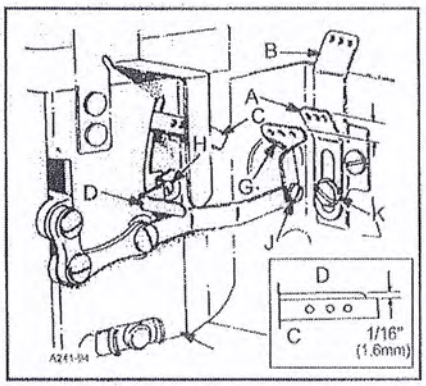

FIG.20
With the needle bar at the top of its stroke set the adjustable frame needle thread eyelet (A,Fig.20)in the lower mounting hole of eyelet (B) so the needle thread from eyelet (A) to the needle lever thread eyelet (C) will be in a straight line.If adjustment of eyelet (A) is necessary loosen screw (K) and move eyelet up or down as required .Retighten screw (K).